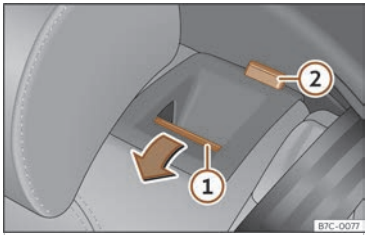

Fig. 90 Seient del darrere: abatre el respatller.
- Premeu la tecla de desbloqueig ››› fig. 90 ① cap endavant i, alhora, abateu el respatller. El respatller del darrere està desbloquejat quan es veu una marca vermella a la tecla ②.